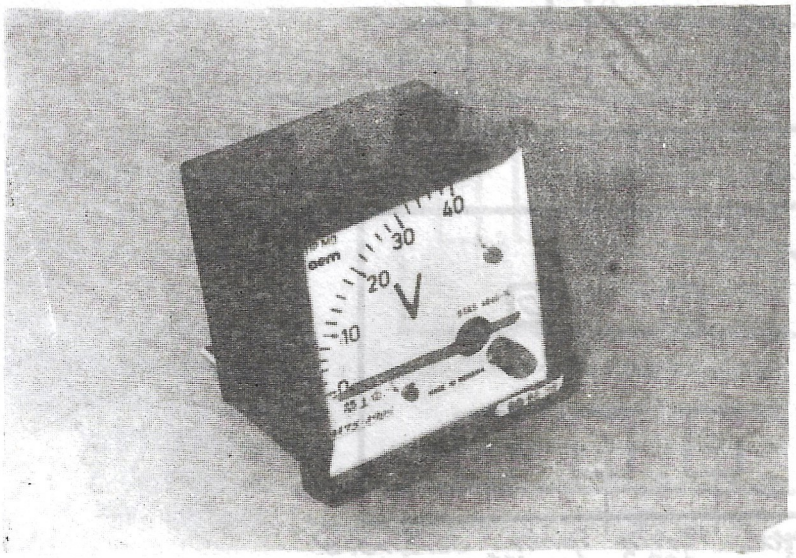

*Fig. 82.* Voltmetrul
- Voltmetrul 0-40 V (sau 0-60 V) care indică valoarea tensiunii din circuitele de comandă (Fig. 82). Tensiunea indicată trebuie să fie între 22 şi 30 V;